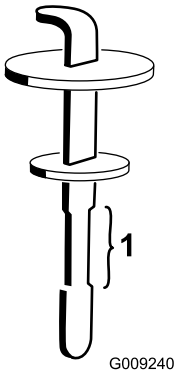

Figur 121
5. Fjern peilestaven fra påfyllingshalsen, og tørk av den med en ren fille. Før peilestaven ned i påfyllingshalsen før du tar den ut og kontroller væskenivået (Figur 121).